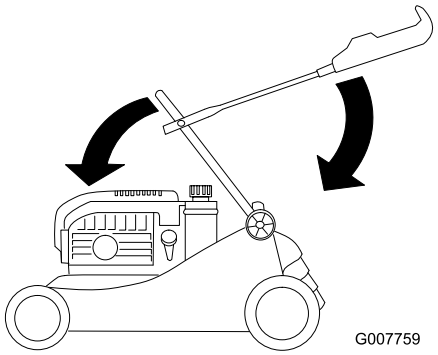

Figur 37
3. Sving forsigtigt den nederste del af håndtaget fremad, indtil den hviler på motoren (Figur 37).
4. Sving forsigtigt den øverste del af håndtaget bagud, indtil den hviler i flad position (Figur 37).